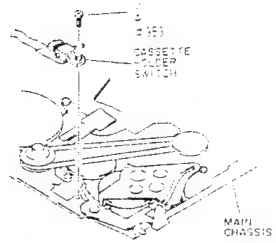

Fig. 2-73
- Main Chassis Bracket (1), (2)	3-4-1
- Supply Guide Roller (2), Supply Tape Guide, Loading Motor	3-6-4
- Loading Gear (2), (3), Mechanism State Switch	3-6-5
1) Remove one (1) screw holding the cassette holder switch. (See Fig. 2-73)